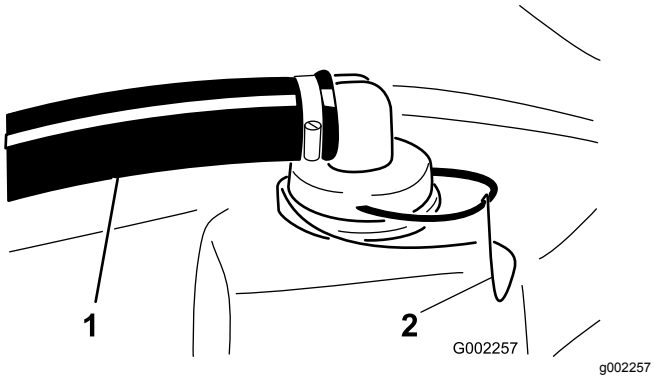

Figur 16
2. Ta bort hållaren som fäster slangnippeln på den stora slangen och filterkåpan på tankens ovansida (Figur 16).
3. Ta bort slangen och slangnippeln från filterkåpan (Figur 16).